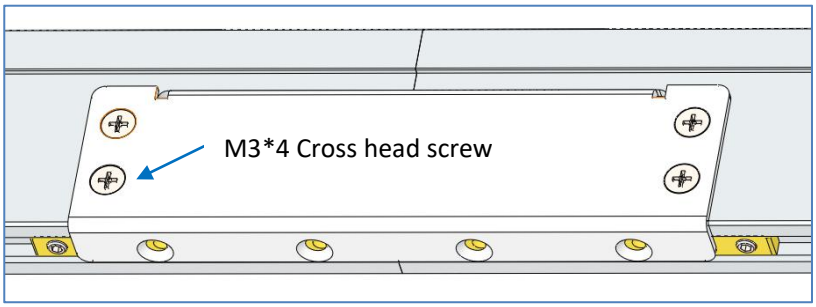

Figure 14 Installing a splice cover
i. As illustrated in Figure 14, first potion all of the four M3*4 cross head screws on the top of the splice cover.